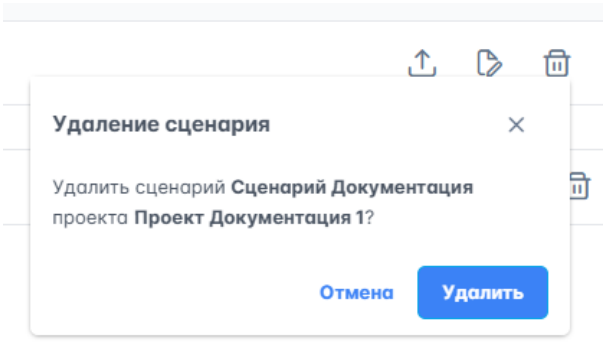

Рисунок 183 – Удаление сценария из проекта
2. В таблице данных блока сценариев текущего проекта в столбце "Опции" нажать на , откроется окно подтверждения удаления (рисунок 183).